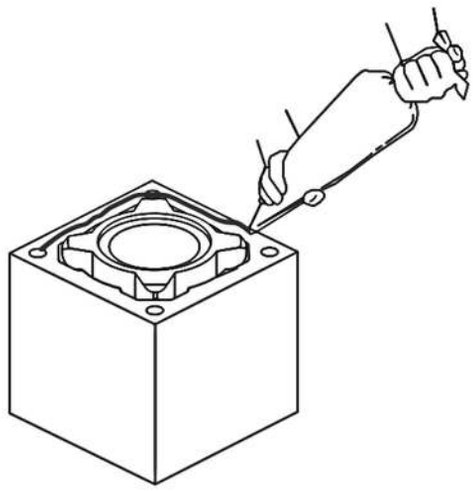

Рис.5
5. Расход сухой смеси для клея составляет примерно 2,5 -3 кг/м погонный. При нанесении шприц-пакетом расход экономнее в сравнении с нанесением шпателем. Шприц-пакет клиновидного типа позволяет быстрее и равномернее наносить клей. Смотри Рис.5.